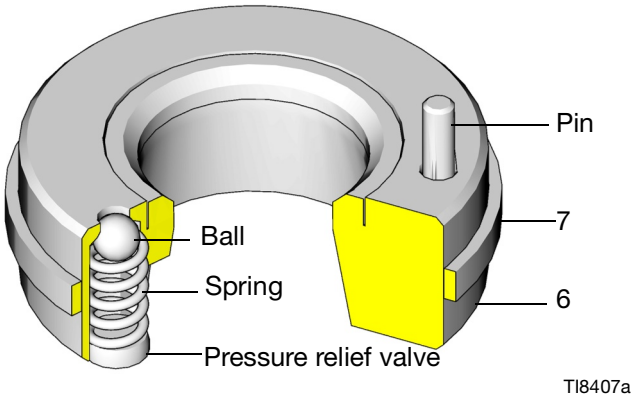

FIG. 2. Inlet Seat with Pressure Relief Valve
2. Use the **text cast into the inlet fluid housing** (15) as a guide to install the relief valve inlet seat (6H) The pin (See FIG. 2) on the seat must point into the inlet fluid housing (15). This pin limits the positioning of the seat (6H), ensuring that the vent hole is not blocked by part of the housing.
3. Install the inlet seat (33H) without a relief valve in the right side of the inlet fluid housing (15).